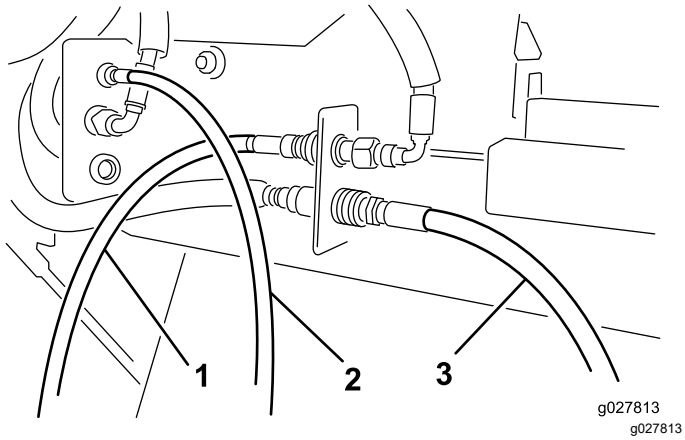

Figura 5
5. Collegate i raccordi rapidi del flessibile del motore idraulico ai raccordi del Versa-Vac come illustrato nella Figura 5.